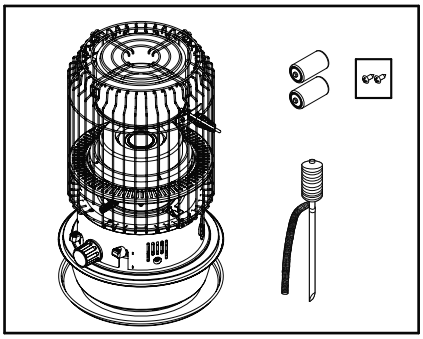

Fig. 2
1. SAQUE DE LA CAJA EL CALENTADOR Y TODO EL MATERIAL DE EMPAQUE. (Fig.2)